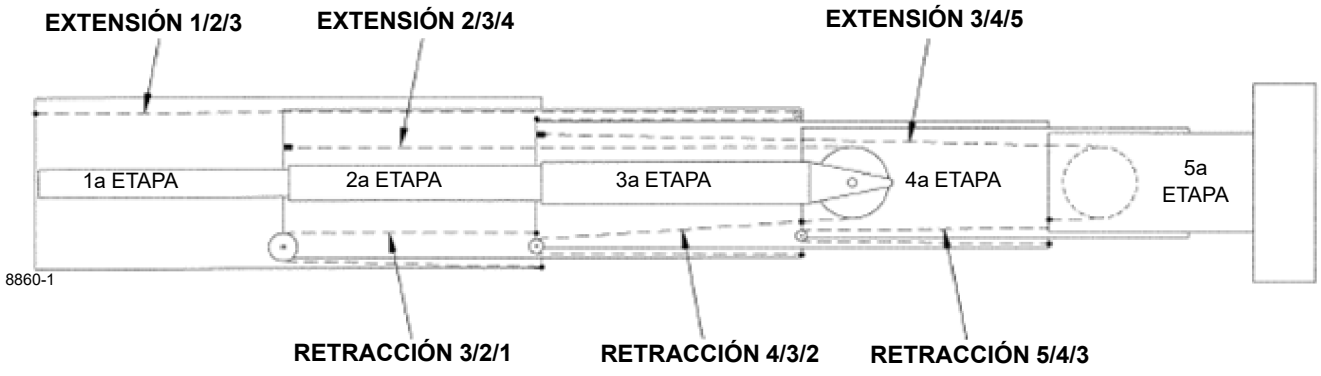

FIGURA 4-7
29. Eleve las secciones 3a/4a/5a de la pluma contra la parte superior de la 2a sección e instale las almohadillas de desgaste (17) en la punta inferior de la 2a sección de la pluma. Baje las secciones 3a/4a/5a de la pluma sobre las almohadillas de desgaste de la 2a sección de la pluma. Empuje las secciones 3a/4a/5a de la pluma dentro de la 2a sección dejando aproximadamente 1.21 m (4 pies) de las etapas 3a/4a/5a fuera de la 2a sección de la pluma.
30. Arme los conjuntos de placas retenedoras de los cables de retracción 4/3/2 (190) en los cables de retracción 4/3/2 (53), coloque dos tuercas apenas más allá de la parte plana de los cables de retracción 4/3/2 y arme en la punta inferior de la 2a sección de la pluma. Tenga cuidado de no entrecruzar los cables.
31. Una con cinta adhesiva la almohadilla de desgaste lateral superior (153) y los retenedores de las almohadillas de desgaste laterales (154, 189), después instale el conjunto de retenedores y almohadilla de desgaste en la parte delantera interior de la sección 2a de la pluma. Instale las almohadillas de desgaste laterales inferiores (96) con suplementos (13) en la parte delantera interior de la 2a sección de la pluma. Instale la almohadilla de desgaste superior (184) con los suplementos (183) y la guía de cables (81) con almohadillas de desgaste (82, 84) y la tornillería relacionada en la parte delantera superior de la 2a sección de la pluma. Instale suplementos siguiendo las instrucciones de calibración dadas en esta sección. Deslice la caja de poleas del cable de extensión 1/2/3 (que está en la punta superior de la 3a sección de la pluma) a su posición en la 2a sección de la pluma. Instale las graseras (59) en los pasadores de polea de extensión 1/2/3 (22). Empuje la 3a/4a/5a sección de la pluma dentro de la 2a sección de la pluma hasta que las almohadillas de desgaste superiores de la 3a sección sean accesibles por el agujero de acceso en la 2a sección de la pluma. Después de centrar las secciones 3a/4a/5a de la pluma dentro de la 2a sección, ajuste las almohadillas de desgaste superiores según las instrucciones de calibración de esta sección. Meta las secciones 3a/4a/5a de la pluma en la 2a sección hasta que topen contra las orejetas del cilindro y haga una marca en la punta de la 3a sección, delante de la almohadilla de desgaste lateral de la 2a sección, para el ajuste de la secuencia de retracción (Figura 4-7). Instale arandelas planas y pernos de reborde (148) con pasta Loctite ® para retener el cilindro de la 2a sección en la 2a sección de la pluma.
32. Instale la almohadilla de desgaste (164) encima del anclaje del cable de extensión 2/3/4 (163), y después instale el anclaje del cable de extensión 2/3/4 en las ranuras en la parte superior de la base de la 2a sección de la pluma, mientras guía los cables de extensión 2/3/4 (29) hasta el anclaje. Instale las tuercas y los espaciadores (161) en los extremos roscados de los cables de extensión 2/3/4. Fije el anclaje del cable en su lugar con pernos (162) pasados por las placas superiores traseras de la 2a sección de la pluma. Compruebe que los cables de extensión 1/2/3 (10) estén enhebrados sobre la parte superior del anclaje del cable de extensión 2/3/4 (163).
33. Instale los cables de retracción 3/2/1 (19) en el anclaje del cable de retracción 3/2/1 (51) e instale en las placas de anclaje en la base de la 3a sección de la pluma, con los cables de retracción 3/2/1 colgados detrás de la pluma. Instale el retenedor del anclaje de cable de retracción 3/2/1 (108) en el anclaje de cable de retracción 3/2/1 (51).
34. Instale los cojinetes (137) en las poleas de retracción 3/2/1 (114) y aplique grasa para chasis con una brocha. Instale los anillos elásticos (37), los bujes (36), las poleas de retracción 3/2/1 (114), las graseras (59) y los tapones (46) en el pasador de retracción 3/2/1 (38). Pase los cables de retracción 3/2/1 (19) alrededor de las poleas de retracción 3/2/1 (114). Instale el pasador de retracción 3/2/1 (38) en las placas de anclaje en la base de la 2a sección de la pluma tirando de los extremos roscados de los cables de retracción 3/2/1 (19) hacia la punta de la pluma. Instale los tornillos de fijación del retenedor del pasador de retracción 3/2/1 (149) detrás del pasador de retracción (38).
35. Instale las guías de cables de retracción (31) en la base de la 2a sección de la pluma.
36. Instale dos placas de montaje para las almohadillas de desgaste superiores (202), las almohadillas de desgaste (28), y placas de leva (193) y una almohadilla de desgaste inferior (165) y los suplementos (167) en la base de la 2a sección de la pluma. Meta los cables de retracción 3/2/1 (19) entre la parte inferior de la 2a sección de la pluma y los suplementos de la almohadilla inferior. Instale las dos almohadillas de desgaste laterales (42) y los suplementos (68) en la base de la 2a sección de la pluma. Instale suplementos siguiendo las instrucciones de calibración dadas en esta sección.
37. Gire el eje del cilindro de la 1a sección de modo que la válvula equilibradora se encuentre directamente debajo de la línea central del eje. Eleve y sostenga las secciones 2a/3a/4a/5a de la pluma e instálelas en la 1a sección, metiéndolas aproximadamente 405 m (15 pies). Procure mantener los cables de retracción 3/2/1 (19) tensos, sin entrecruzarlos y manteniéndolos alejados de los puntos de estricción creados por las eslingas y almohadillas inferiores.
38. Eleve las secciones 2a/3a/4a/5a de la pluma contra la parte superior de la 1a sección e instale las almohadillas de desgaste (198) en la punta inferior de la 1a sección de la pluma. Baje las secciones 2a/3a/4a/5a de la pluma sobre las almohadillas de desgaste de la 1a sección de la pluma. Empuje las secciones 2a/3a/4a/5a de la pluma dentro de la 1a sección dejando aproximadamente
39. Arme los retenedores de los cables de retracción 3/2/1 (150) en los cables de retracción 3/2/1 (19), coloque dos tuercas apenas más allá de la parte plana en los cables de retracción 3/2/1 y arme en la punta inferior de la 1a sección de la pluma. Tenga cuidado de no entrecruzar los cables.
40. Una con cinta adhesiva la almohadilla de desgaste lateral superior (153) y los retenedores de las almohadillas de desgaste laterales (154, 189), después instale el conjunto de retenedores y almohadilla de desgaste en la parte delantera interior de la sección 1a de la pluma. Instale las almohadillas de desgaste laterales inferiores (72), la placa de respaldo (71) y la placa trasera (70) en la parte exterior delantera de la 1a sección de la pluma. Instale la almohadilla espaciadora de acero superior (52) con suplementos (138) en la punta de la 1a sección; aplique Loctite ® a los pernos. Instale suplementos siguiendo las instrucciones de calibración dadas en esta sección.
41. Instale la guía de cables (81) con la almohadilla de desgaste (82) y tornillería relacionada en la parte delantera superior de la 1a sección de la pluma.
42. Empuje las secciones 2a/3a/4a/5a de la pluma dentro de la 1a sección de la pluma hasta que las almohadillas de desgaste superiores de la 2a sección sean accesibles por el agujero de acceso en la base de la pluma de la 1a sección. Después de centrar las secciones 2a/3a/4a/5a de la pluma dentro de la 1a sección, ajuste las almohadillas de desgaste superiores según las instrucciones de calibración de esta sección. Meta las secciones 2a/3a/4a/5a de la pluma completamente en la 1a sección manteniendo los cables de retracción 3/2/1 tensos y haga una marca en la punta de la 2a sección, delante de la almohadilla de desgaste lateral de la 1a sección, para el ajuste de la secuencia de retracción (Figura 4-7). Fije la varilla del cilindro de la 1a sección a la placa de base de la 1a sección con una arandela (7) y un perno de reborde (11) debidamente apretado y con Loctite ®.
43. En este paso es importante tener las tuercas sueltas en los cables de retracción 3/2/1 (19) en la punta inferior de la 1a sección de la pluma. Instale los cables de extensión 1/2/3 (10) en los agujeros en la base de la 1a sección de la pluma, coloque dos tuercas apenas más allá de las partes planas.
Tensado de cables (vea la Figura 4-7) a hacerse en el siguiente orden:
La pluma debe estar en posición horizontal cuando se ajuste la tensión del cable (vea la Figura 4-7). Retraiga la pluma totalmente asegurándose de que las secciones estén contra los topes de sección y que no retrocedan. (Consulte Procedimiento de preparación del tensado).